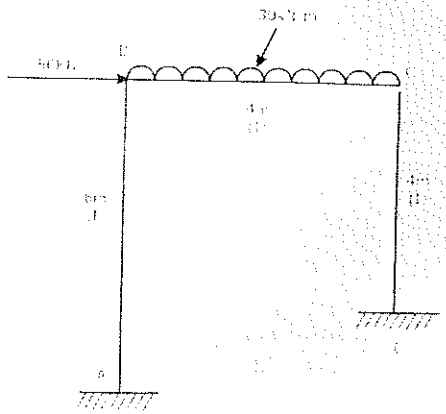

Fig. 2
5. Analyse the frame ABCD as shown in **Fig. 2** by moment distribution method and draw BMD. **14**